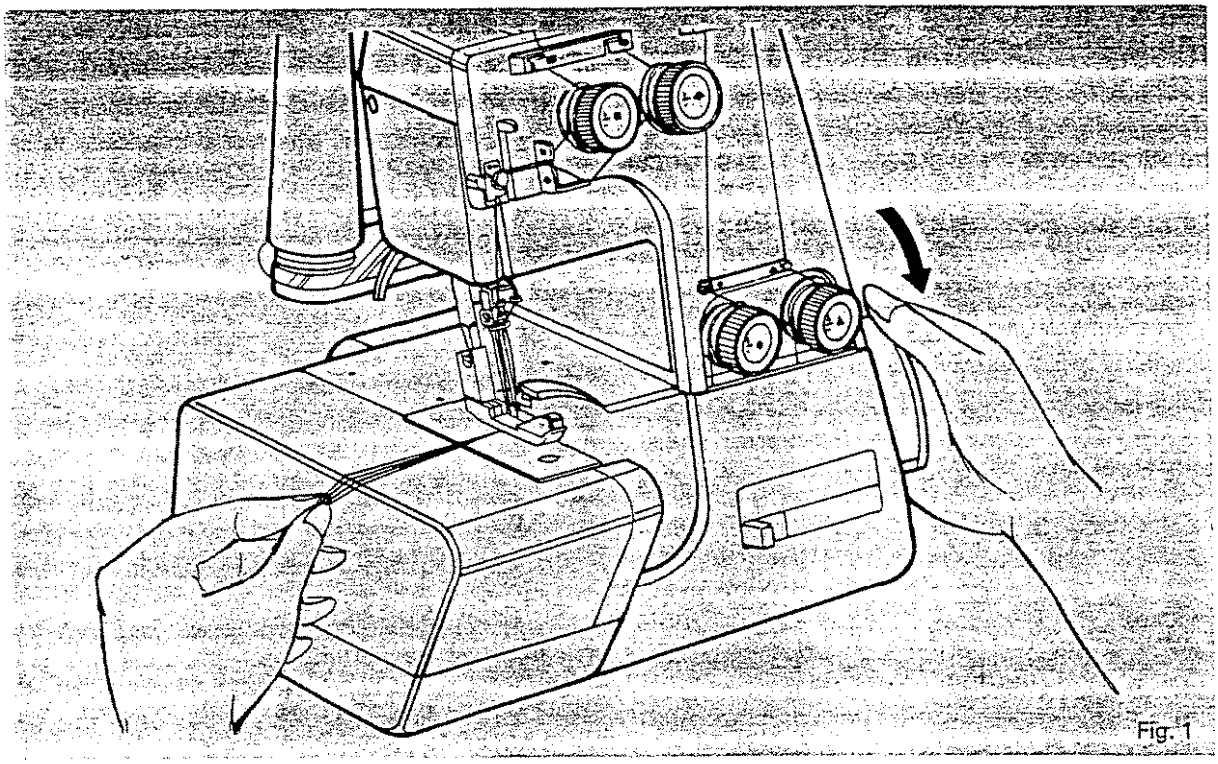

Fig. 1
1. *Without any material under the presser foot* (see Fig. 1), lower presser foot. Pull the ends of the threads gently with your left hand towards the rear of the machine, turning the hand wheel towards you a few times with your right hand.